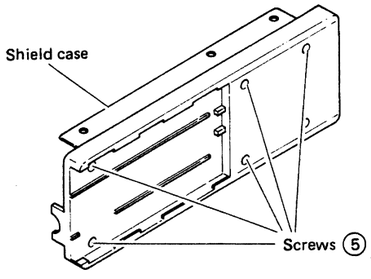

Fig. 2-3
4. After the main Board is removed, remove screws (5) and the shield case as shown in Fig. 2-3. Now the sub-board can be removed.